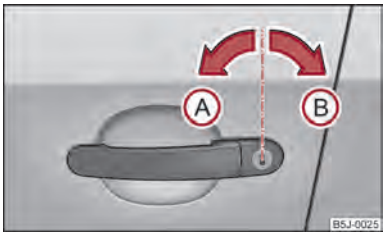

Fig. 12 Sensi di rotazione della chiave per l'apertura e la chiusura
– Ruotare la chiave nel cilindro di chiusura della porta lato guida in direzione di guida (posizione di sbloccaggio) Ⓐ ⇒ fig. 12.
– Ruotare la chiave nel cilindro di chiusura della porta lato guida in direzione opposta alla guida (posizione di bloccaggio) Ⓑ ⇒ fig. 12.